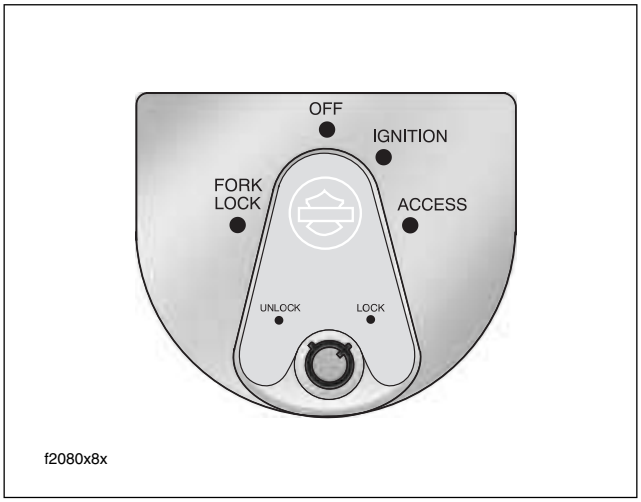

Figure 3-7. Ignition Switch (FLHX, FLHT/C/U, FLTR)
- *See Figure 3-7. "Key ON" means that the ignition key is turned to IGNITION and the engine stop switch is set to RUN (although the engine is **not** running).*